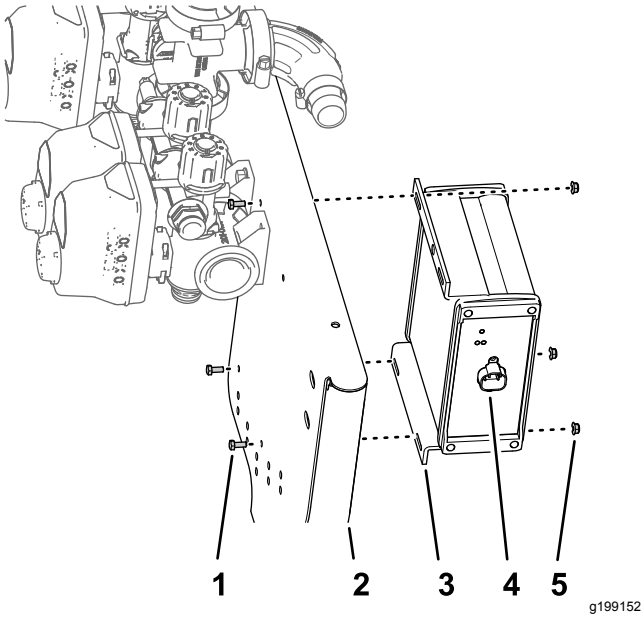

Figur 98
1. Juster ASC 10-sprøjtestyreenheden til den fremadvendte side af ventilbeslaget, så den passer med det udadvendte stik med 4 ben (Figur 98).
2. Monter sprøjtestyreenheden på ventilbeslaget (Figur 98) med de 3 bolte (3 x 10 mm) og 4 flangelåsemøtrikker (4 mm).